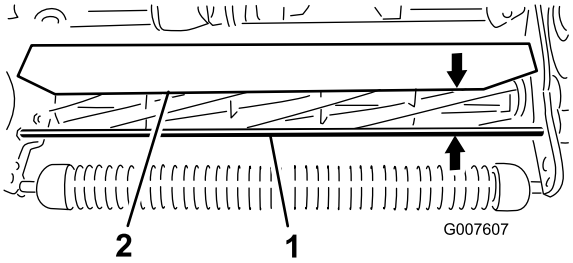

Figura 55
1. Meça a distância da parte superior da barra de apoio da frente à borda frontal do resguardo em cada extremidade da unidade de corte (Figura 55).